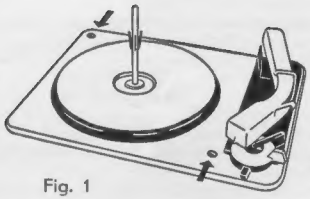

Fig. 1
1.1 Chassis-Arretierung auf der Grundplatte durch Linksdrehen der beiden Schrauben am Chassis-Rande lösen. Bei Spielbetrieb muß Gerät frei federnd auf der Grundplatte ruhen (Fig. 1). (Gilt nicht für BINGO 160). Befestigungsschrauben für Zarge BINGO 160 sind nach Abnahme des Plattentellers zugänglich.
1.1 Loosen chassis restrainer on the mounting base by turning both of the screws on the chassis rim counter-clockwise. When in operation, the unit must rest freely suspended on the mounting base (Fig. 1). (Not applicable for BINGO 160.) The fastening screws for mounting base BINGO 160 are accessible after having removed the turntable.
1.1 Libérer le chassis, pressé contre l'embase, en desserrant (rotation vers la gauche) les deux vis localisées sur le bord du chassis. Pendant l'audition d'un disque, le changeur doit pouvoir osciller élastiquement sur l'embase (Fig. 1) (N'etant pas applicable à BINGO 160.) Les vis de fixation pour le socle BINGO 160 sont accessibles après avoir enlevé le plateau.